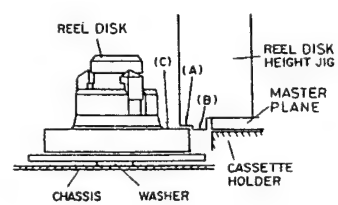

Fig. 3-5
3-1. REEL DISK HEIGHT ADJUSTMENT (Fig. 3-5)
1) Fit the reel disk height jig to the reel disk as shown in Fig. 3-5.
2) Adjust the washer at the bottom of the reel disk so that (C) of the reel disk is between (A) and (B) of the reel disk height jig.